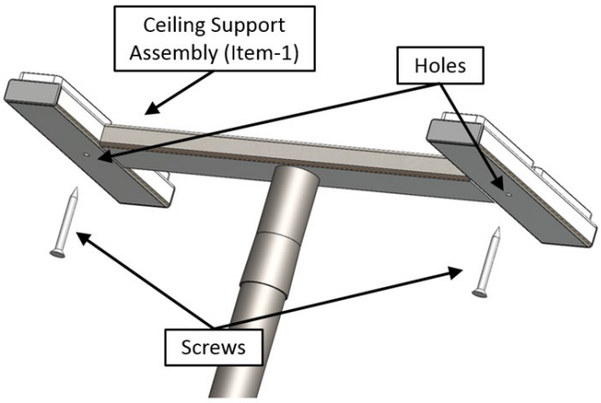

FIGURE 4
13. If additional securing is needed, the 2 included screws can be installed through the holes in the Ceiling Support Assembly (Item-1) and into the ceiling joists (wood structural members located in the ceiling), as shown in Figure 4. This would require removing the plastic plugs from the holes in the Ceiling Support Assembly (Item-1).